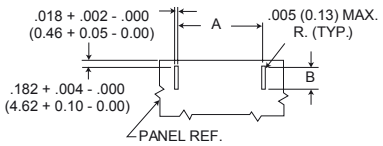

**Figure 4**
3. Figure 4 is for edge board mounting bracket or edgeboard clip assembly. The .184 +_ .002 (2.67 +_ 0.05) dimension locates the MD socket insulator flush with the end of the board.